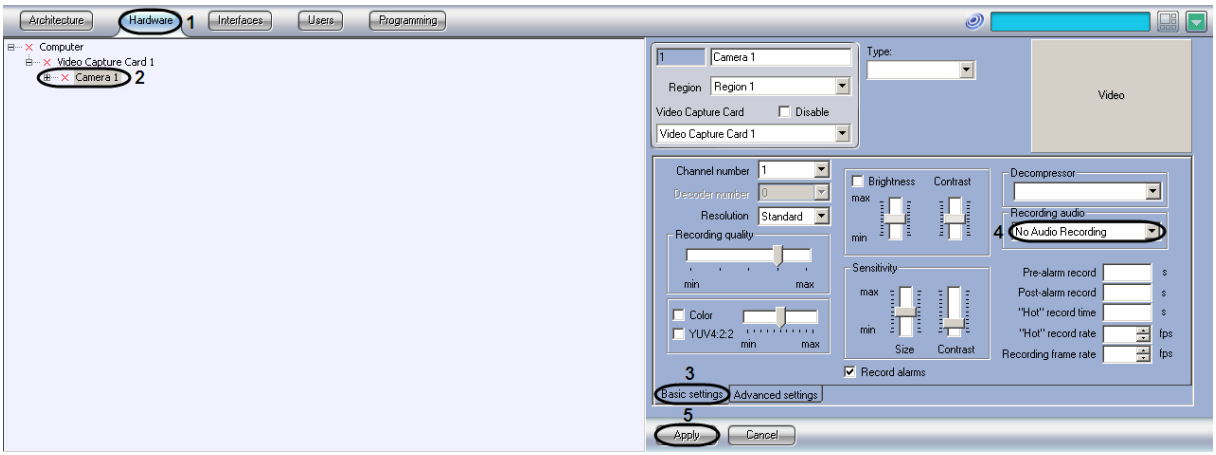

Figure 8.4-38 Configuring audio and video synchro recording
1. Go to the “Hardware” tab in the “System settings” dialog box (Figure 8.4-38, 1).
2. Select the “Camera” object corresponding to the required camera in the objects tree (Figure 8.4-38, 2). The settings panel for the selected object is displayed on the right of the “Hardware” tab.
3. Go to the “Basic settings” tab on the settings panel of the “Camera” object (Figure 8.4-38, 3).
4. In the “Recording audio” list select the required microphone registration name (Figure 8.4-38, 4).
5. Click the “Apply” button (Figure 8.4-38, 5).